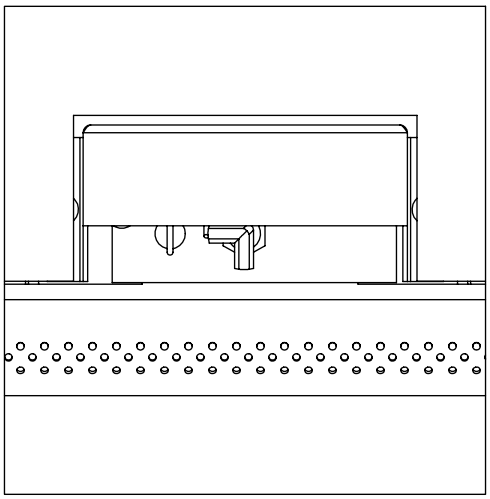

Figure 23. Ignitor assembly beside the burner.
10. Reinstall the burner, brick panels, log set, embers, and glass door. Also refer to Secondary Installation - Installing Log Set and Embers in your Owner's Manual. When re-installing the burner, ensure that the burner to pilot hood relationship is similar to what is shown in Figure 23.
3 ft (0.9 m)	Clearance above the highest point where it passes through a roof surface, refer to Figure 23.
24 in (0.6 m)	Clearance above a roof ridge, any other portion of a building, or any other obstruction within a horizontal distance of 10 feet (3 m), refer to Figure 23.